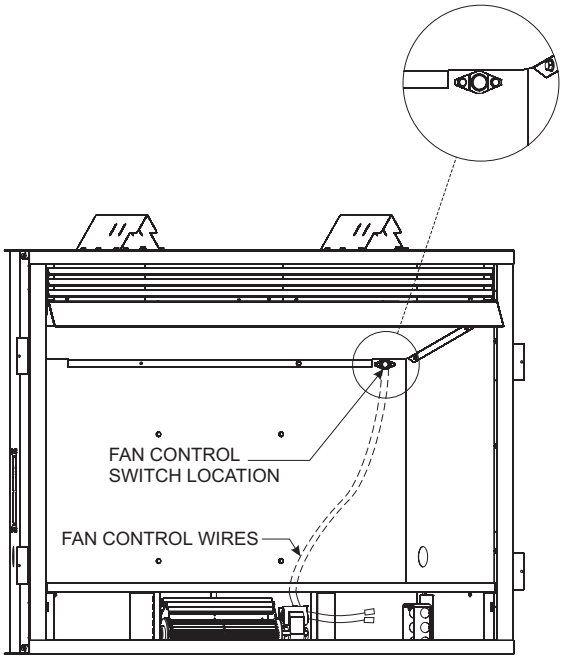

**Figure 29**
6. Next, find the fan control switch and wire assembly. Feed the wires through the hole at the top of the firebox, and secure the fan control switch with (2) #6 screws provided. **See Figure 29.**
7. The fan control wires will slide down between the firebox and outer wrap near the blower assembly. **See Figure 29**.